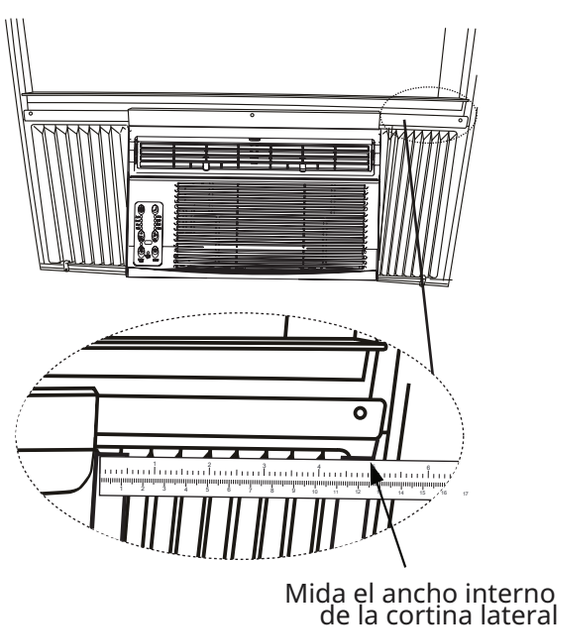

Fig.20
Paso 1. Después de que la unidad esté instalada en la ventana, mida el ancho interior de la cortina lateral como se muestra (Fig.20).